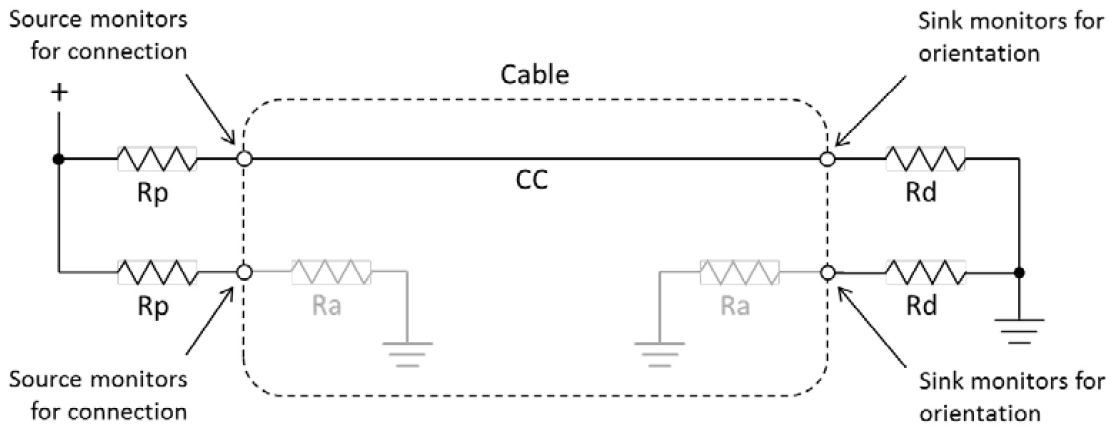

***Figure 3**. CC logic pull-up/pull-down termination.*
1. Illustrated in **Figure 3**, cable detection occurs when one of the two CC lines is pulled down. A DFP will have both of its CC pins pulled-up with resistors Rp and a UFP will have both of its CC pins pulled-down with resistor Rd [1]. Once a DFP detects one of its CC lines being pulled down, the DFP will know that a connection has been made.
Lastly, the V_{CONN} switch is optional in many cases. V_{CONN} is used to power passive e-marked or active cables by switching 5 V onto the unused CC line (see Appendix). Note that electronically-marked cables are cables that support USB PD communication and provide a method for determining the cable characteristics. **Figure 3** shows that one CC line in the Type-C cable connects Rp to Rd, while the other is left floating (passive cable) or pulled down to ground with Ra (passive e-marked or active cable). V_{CONN} is required for all applications that support USB 3.1 speeds or power delivery higher than 3 A [4]. The V_{CONN} switch is also required if you want to support active cables, such as longer distance cables that require signal conditioning such as with a redriver or retimer.